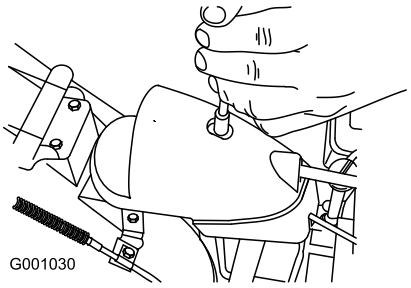

Figur 42
1. Fjern lukkemekanismen på geardækslet (Figur 42), løft dækslets forende op, og skub det tilbage og til siden.